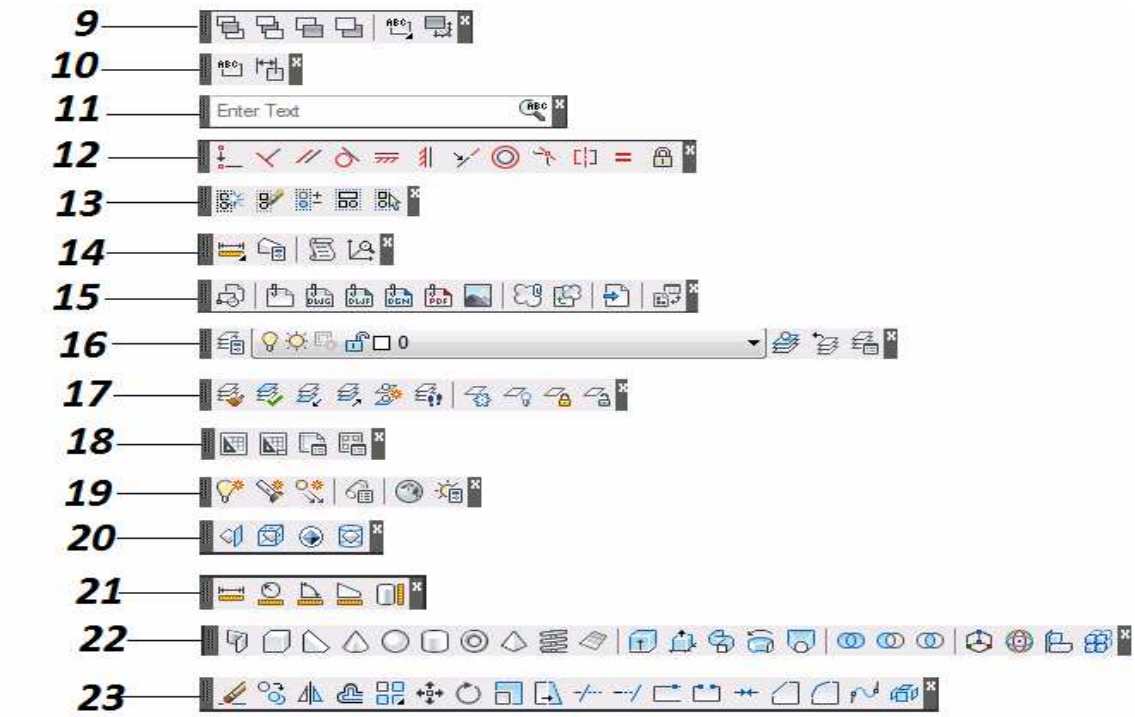

Figura 2.8. Barras de herramientas.
9. **Ordenar Objetos [Draw Order]:** Para indicar la posición de los objetos por niveles *(figura 2.8)*.
10. **Orden Objetos, Poner Anotacion Delante [Draw Order Anotation to Front]:** Para indicar la posición de los objetos por niveles *(figura 2.8)*.
11. **Buscar Texto [Find Text]:** Para ingresar un texto y buscarlo en el dibujo *(figura 2.8)*.
12. **Restricciones de Geometria [Geometric Constraint]:** Para aplicar las restricciones geométricas a los objetos *(figura 2.8)*.
13. **Grupo [Group]:** Para agrupar y desagrupar los objetos sin necesidad de convertirlos en un bloque *(figura 2.8)*.
14. **Consultar [Inquiry]:** Para consultar áreas, distancias, etc. *(figura 2.8)*.
15. **Insertar [Insert]:** Para insertar y/o manejar bloques, archivos DWF e imágenes *(figura 2.8)*.
16. **Capa [Layer]:** para crear y modificar las capas de eldibujo *(figura 2.8)*.
17. **Capa II [Layer II]:** Para manejar las capas *(figura 2.8)*.
18. **Presentación [Layout]:** Para configurar y manejar las presentaciones *(figura 2.8)*.
19. **Luces [Light]:** Para configurar y crear luces *(figura 2.8)*.
20. **Mapeo [Mapping]:** Para configurar algún mapa o material *(figura 2.8)*.
21. **Herramientas de Medicion [Measure Tools]:** Para medir los objetos *(figura 2.8)*.
22. **Modelado [Modeling]:** Para crear sólidos *(figura 2.8)*.
23. **Modificar [Modify]:** Para copiar, eliminar y editar entidades *(figura 2.8)*.